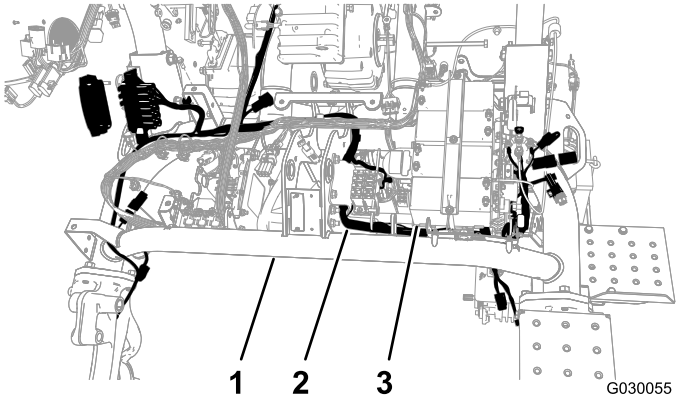

Рисунок 4
4. Проложите жгут под главной трубой рамы и перед аккумуляторными батареями барабанов (Рисунок 4).